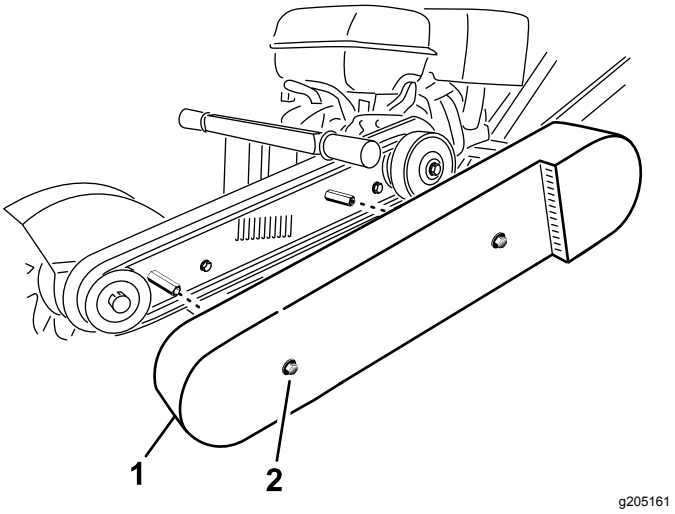

Figure 25
3. Desserrez les 2 boulons qui fixent le protège-courroie sur la machine jusqu'à ce qu'il soit possible de le déposer (Figure 25).
2. Boulon et rondelle (2)
4. Déposez le protège-courroie (Figure 25).
10. Reposez le protège-courroie et serrez les boulons (Figure 25).